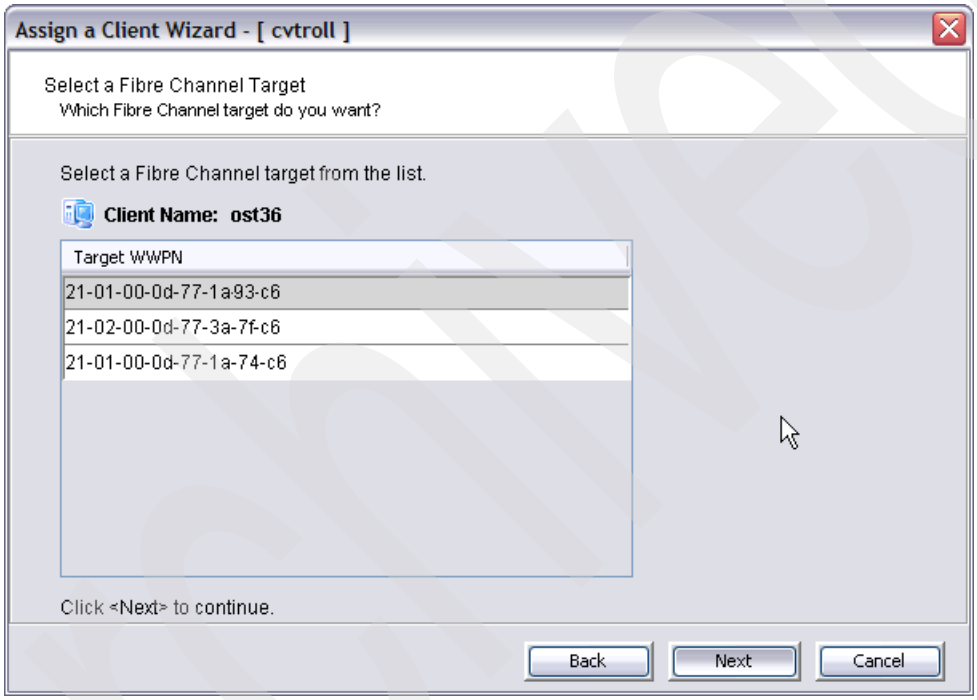

Figure 4-41 Selecting a target WWPN
3. In the Select a Fibre Channel Target panel (Figure 4-41), select the Fibre Channel HBA to use for the connection to the host. This selection is available only if several paths from the host to the TS7510 exist. This means several zones must be created, because only one initiator and only one target should be in one zone.